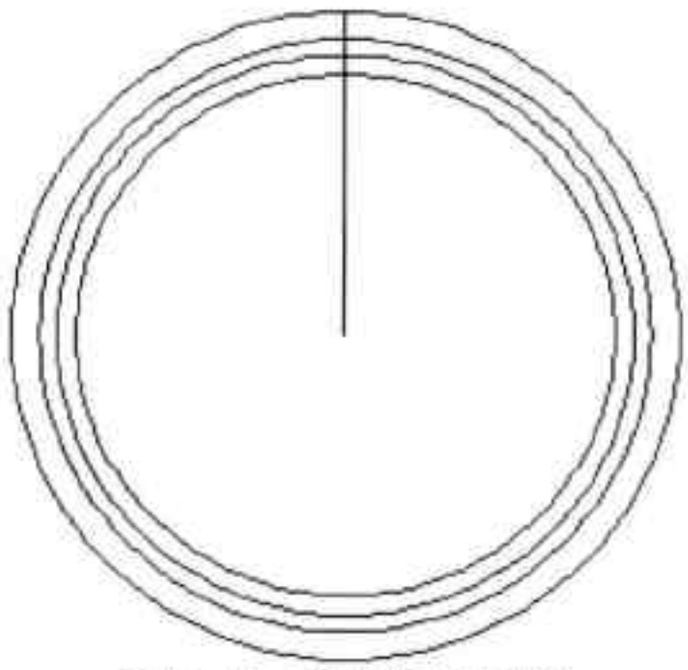

图12-41 绘制垂直辅助线
Step04 执行“直线”命令，绘制圆的半径作为辅助线，如图 12-41 所示。